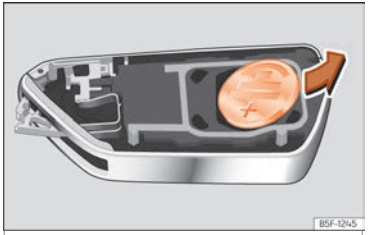

Fig. 84 Llave del vehículo: extracción de la pila.
- Extraiga la pila del compartimento con un objeto fino adecuado ››› fig. 84.